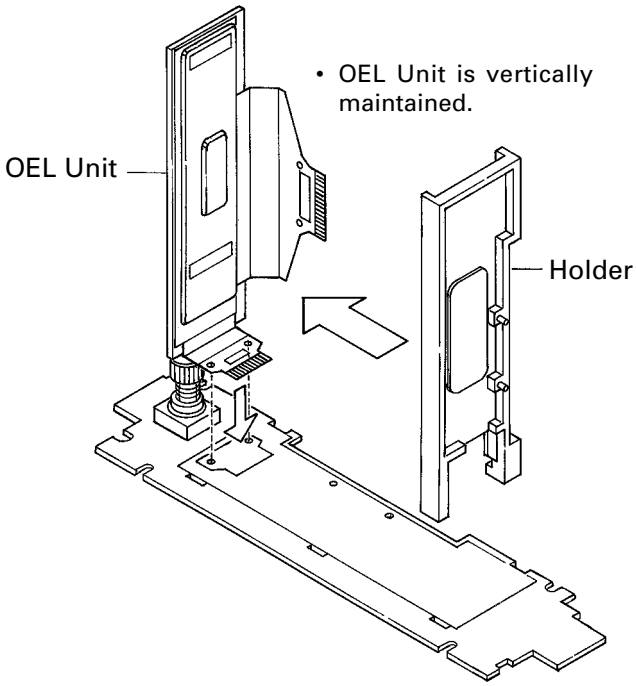

Fig.5
1. Install the Holder in the OEL Unit. (Fig.5)
2. When soldering the flexible cable for the Cathode terminal on the PCB, use a pair of tweezers. First, insert the tips of tweezers into 2 holes in the flexible cable, then into the 2 holes in the PCB. (Fig.5)
3. Position the flexible cable on the PCB so that their lands touch each other. (Fig.5)
4. Apply solder to each pin of the flexible cable. (Fig.5)
5. Lay down the OEL Unit. (Fig.5)